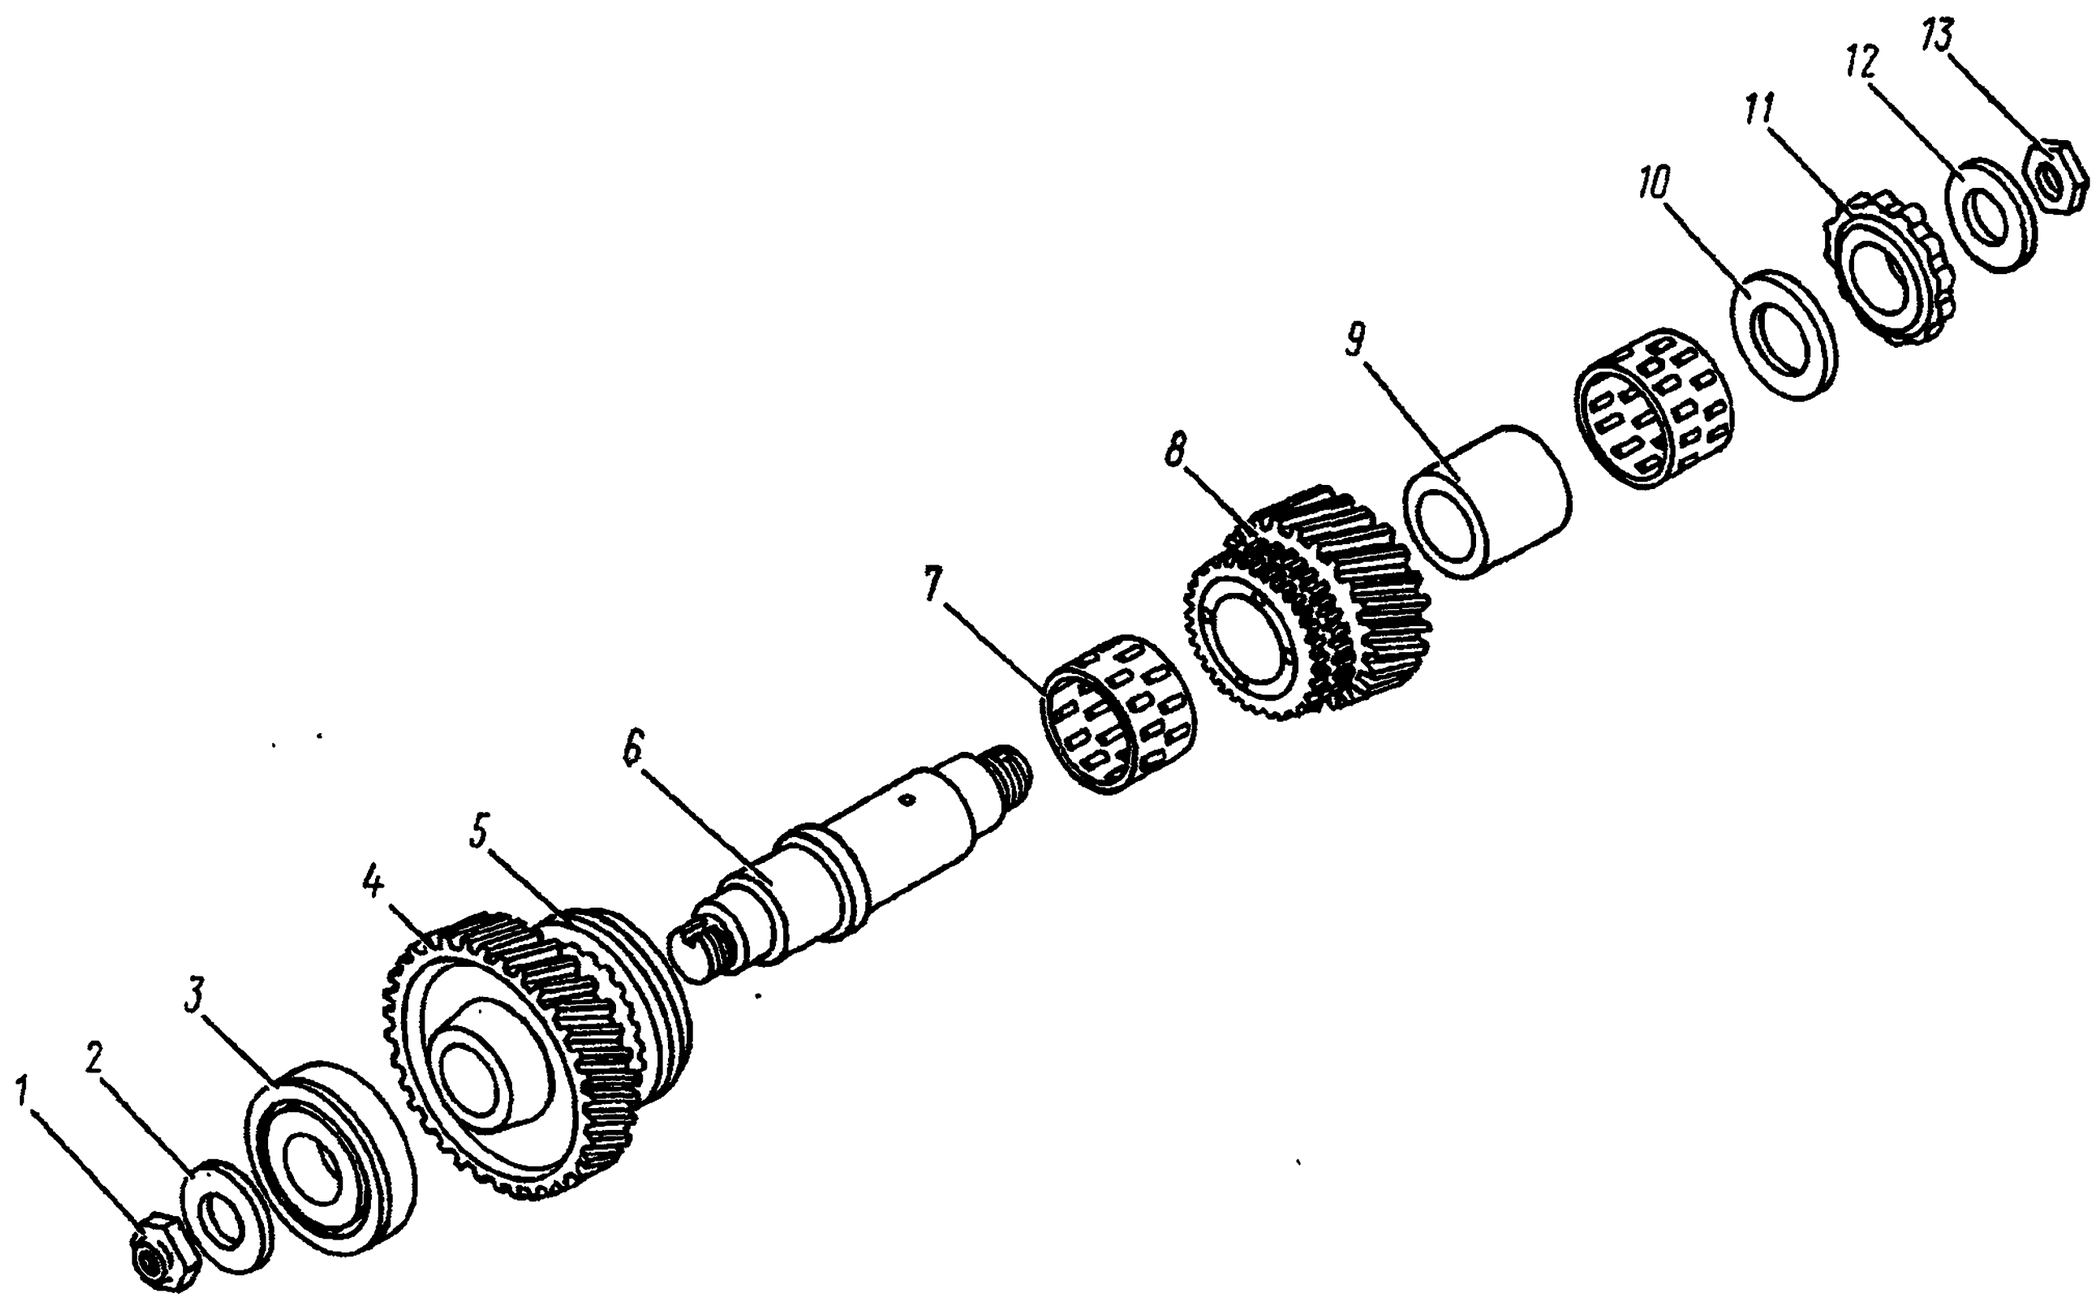
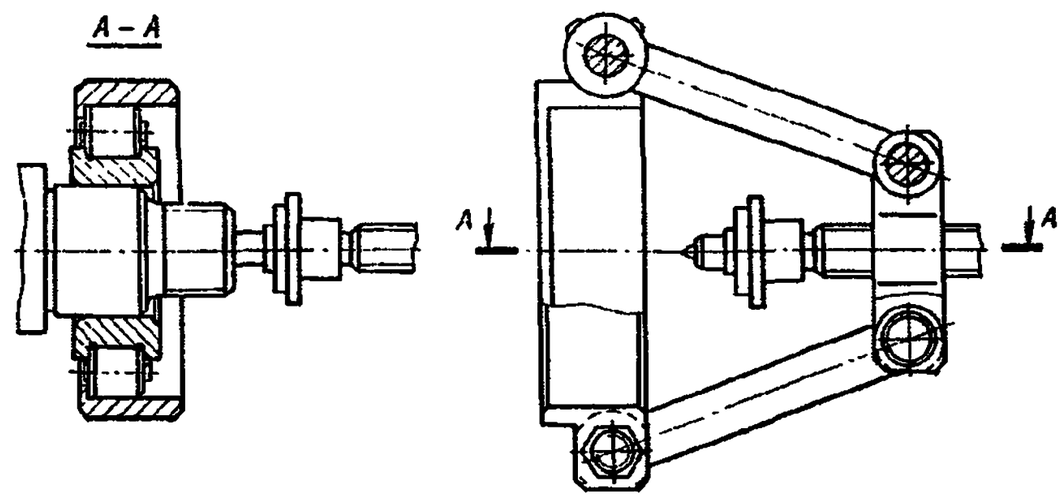
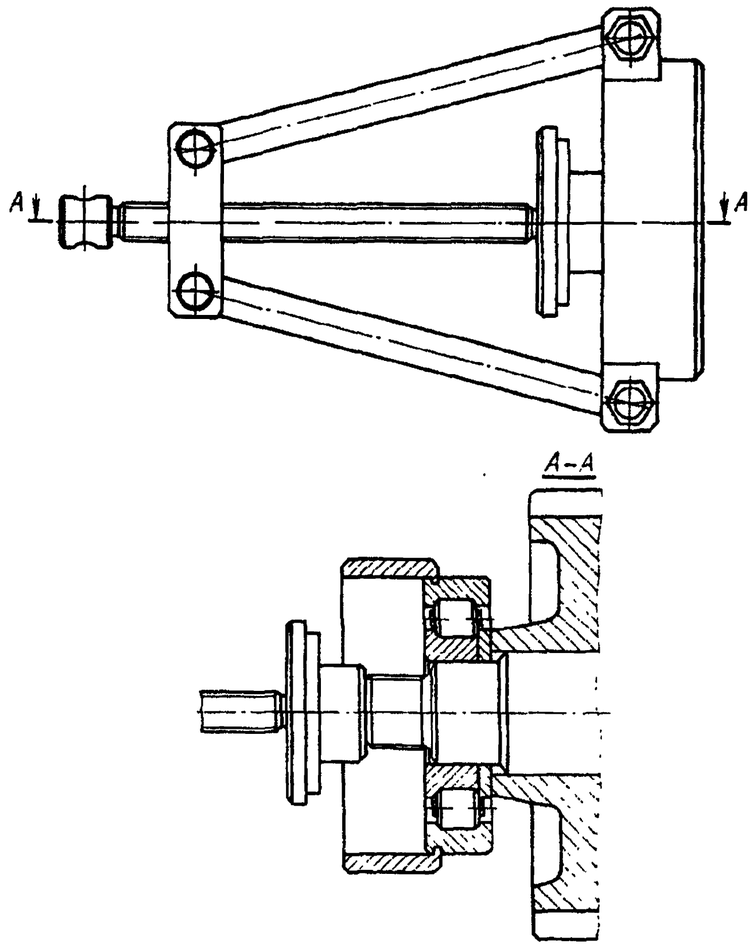

Рис. 163. Вал промежуточный раздаточной коробки:
Рис. 164. Снятие внутреннего кольца заднего подшипника промежуточного вала
Рис. 165. Снятие внутреннего кольца переднего подшипника промежуточного вала
29. Установите промежуточный вал на верстак, раскерните и отверните гайки *1, 13* (рис. 163), снимите шайбы *2, 12*	Молоток, зубило, торцовый ключ 46 мм
30. Съемником (рис. 164) снимите внутреннее кольцо подшипника *11* (см. рис. 163), а съемником И801.30.400 (рис. 165) снимите подшипник *3* (см. рис. 163) с вала *6*	Оправка, молоток, съемники